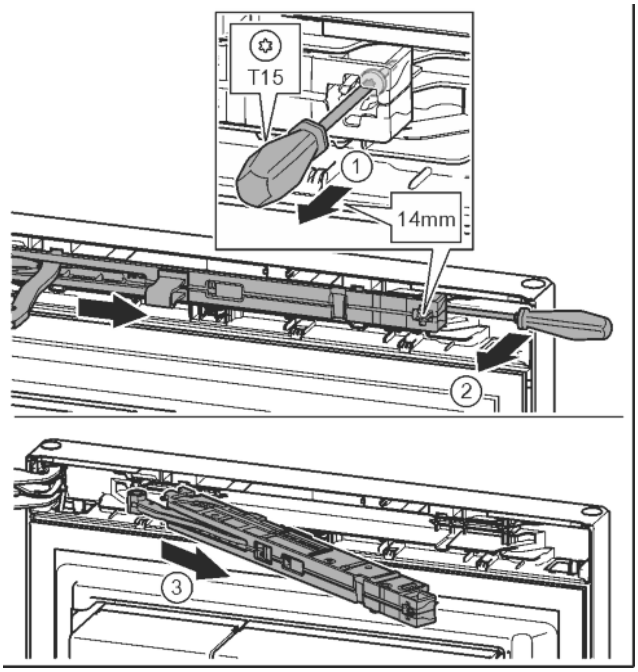

Fig. 12
- ▶ Ослабить винт на узле амортизатора с помощью отвертки T15 примерно на 14 мм. *Fig. 12 (1)*
- ▶ Отверткой со стороны ручки переместиться за узел амортизатора и повернуть вперед. *Fig. 12 (2)*
- ▶ Извлечь узел амортизатора. *Fig. 12 (3)*